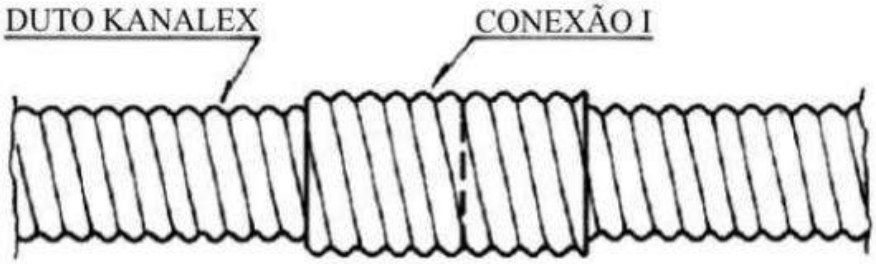

Figura 31
d) Posicionar os dutos de topo e retornar a conexão I até que a mesma sobreponha igualmente os dutos (Figura 31).